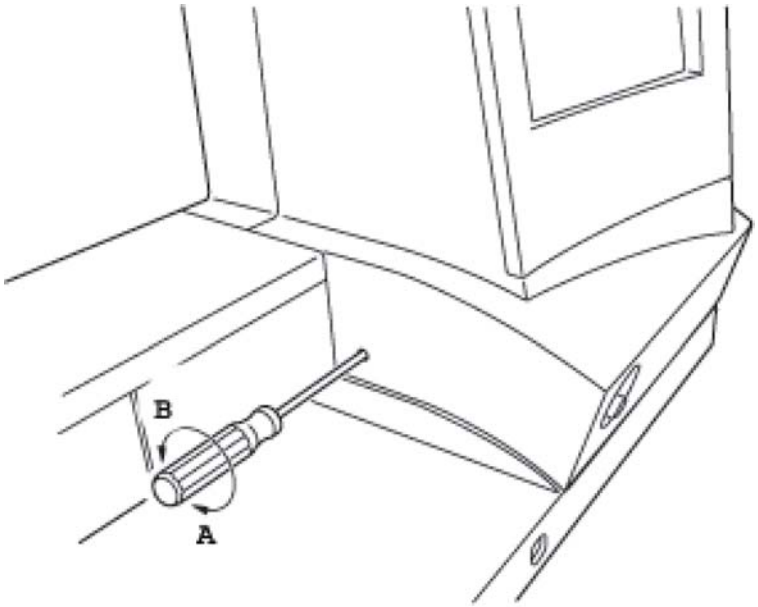

Fig. 23d
- If the adjusting program „263“ was sewn according to fig. 23a, turn the adjusting eccentric with a screwdriver just 2 to 4 degrees in direction „A“ according to fig. 23d